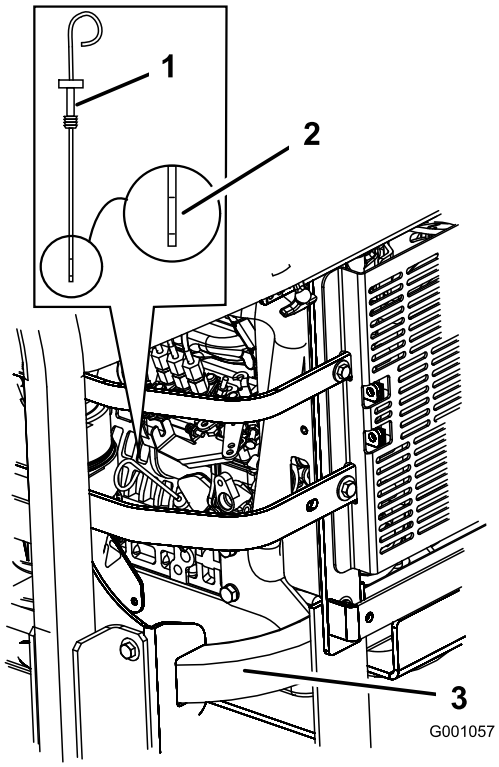

Figur 43
3. Gör rent omkring oljestickan (Figur 43) så att smuts inte kan falla ned i påfyllningshålet och orsaka motorskador.
4. Dra ut oljestickan och torka av metalländen (Figur 43).
5. Stick ner oljestickan helt i påfyllningsröret. Dra ut oljestickan och titta på metalländen (Figur 43). Om oljenivån är låg häller du långsamt i tillräcklig mängd olja i påfyllningshålet för att höja nivån till markeringen Full.